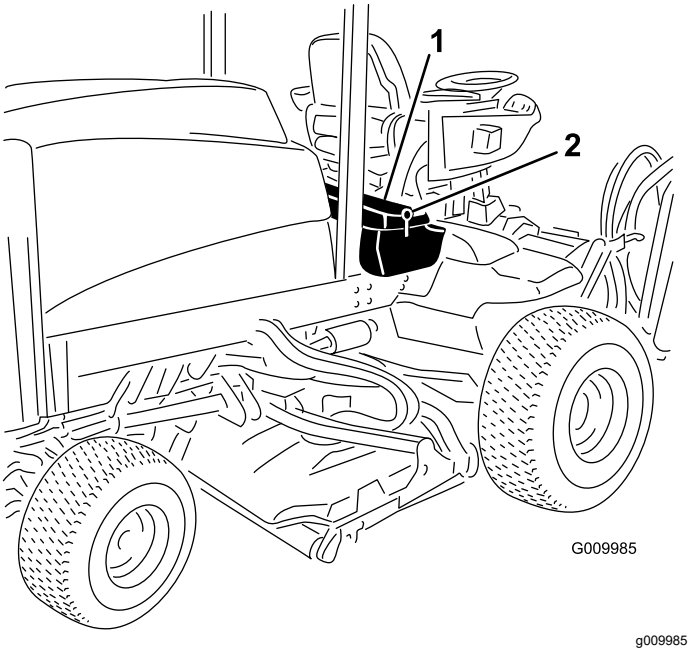

Figur 91
1. Lås operatørens konsolpanel op, og løft det op (Figur 91).